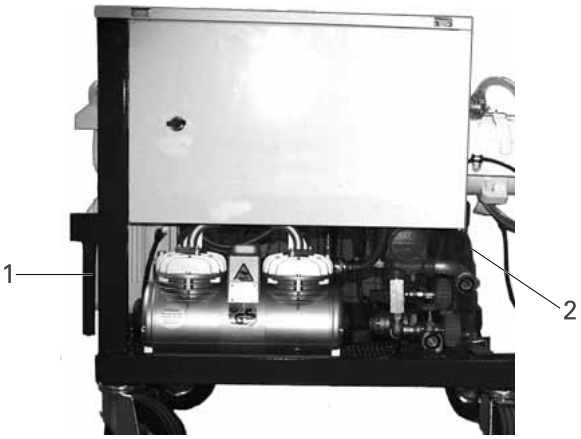

Рис. 10: Ручки
- Для ручного перемещения оборудования можно демонтировать смесительную трубку, компрессор, насосную часть и дополнительную оснастку, чтобы их перемещать отдельно; по торцевым сторонам рамы имеются по две ручки на различной высоте (Рис. 10)